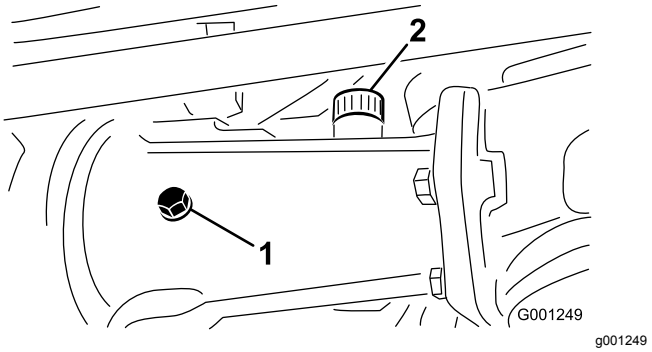
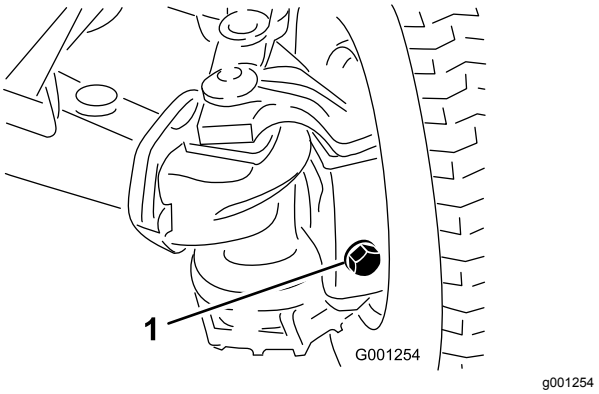

Figur 57
Figur 58
2. Fjern kontrollpluggen fra det midtre akselhuset og akselen og fylle-/kontrollpluggen på hver utvendige akselkasse (Figur 57 og Figur 58).
3. Kontroller at det er olje opp til gjengene nederst på hvert plugghull (Figur 57 og Figur 58).
A. Hvis du fyller det midtre akselhuset, fjerner du fyllepluggen (Figur 57).
B. Fyll på spesifisert olje for bakakselen i akselbeholderen til oljen når opp til bunnen av kontrollplugghullene (Figur 57 og Figur 58).
C. Hvis fjernet fra det midtre akselhuset, påfør PTFE-gjengeforsegling på gjengene på fyllepluggen og monter den i huset (Figur 57).
5. Påfør PTFE-gjengeforsegling på gjengene til kontrollpluggen fra det midtre akselhuset og fylle-/kontrollpluggene fra de to utvendige akselkassene (Figur 57).
6. Monter kontrollpluggen i det midtre akselhuset og fylle-/kontrollpluggene i de to utvendige akselkassene (Figur 57 og Figur 58).
1. Tappeplugg (3)
8. Påfør PTFE-gjengeforsegling på gjengene til kontrollpluggen fra det midtre akselhuset og fylle-/kontrollpluggene fra de to utvendige akselkassene. Se Figur 57 og Figur 58 i Kontrollere oljen i bakakselen (side 52).
9. Monter kontrollpluggen i det midtre akselhuset og fylle-/kontrollpluggene i de to utvendige akselkassene. Se Figur 57 og Figur 58 i Kontrollere oljen i bakakselen (side 52).